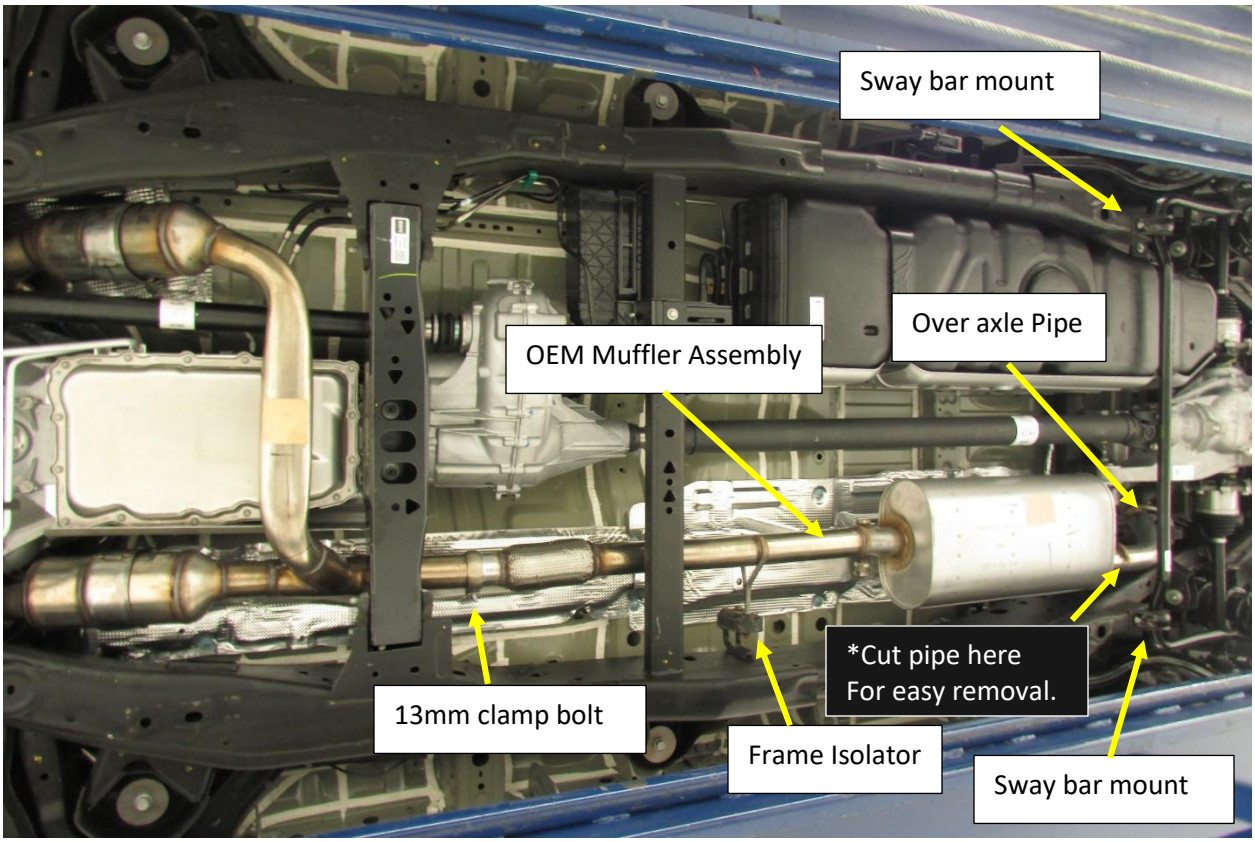

Figure.2
4. Remove the 2x bolts at each Sway bar mount on the frame rail. This will provide added room to remove the OEM muffler from the vehicle. **Fig.2**
5. Cut the outlet pipe just after the muffler to simplify removal **(skip to Step. 7 if not cutting)**. Remove the hanger rod isolators and remove the over axle pipe. **Fig.2**
7. Loosen the 13mm bolt on the band clamp just before the flex section of the OEM muffler inlet pipe. remove the isolator(s) on the frame rail and remove the OEM muffler assembly. **Fig.2**